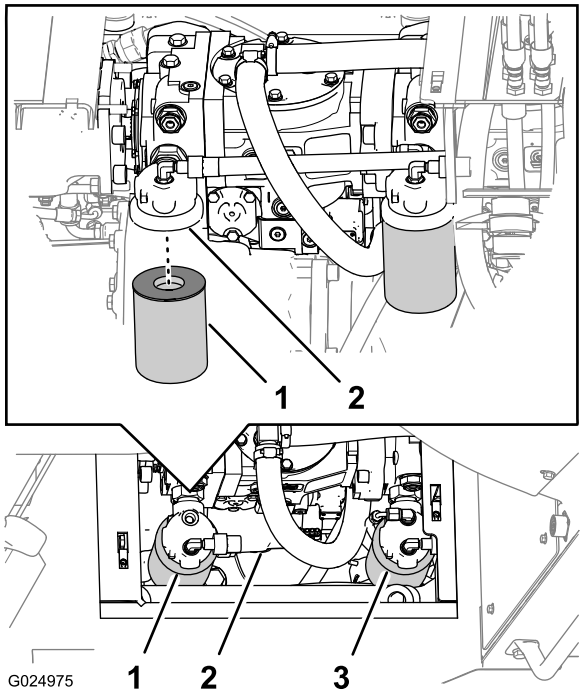

Figura 110
Nota: Potete accedere al filtro idraulico di carica da sotto il lato destro della macchina, dietro il serbatoio idraulico (Figura 110).
2. Mettete un contenitore sotto il filtro idraulico di carica (Figura 110).
3. Ruotate il filtro idraulico di carica in senso antiorario e rimuovetelo (Figura 110).